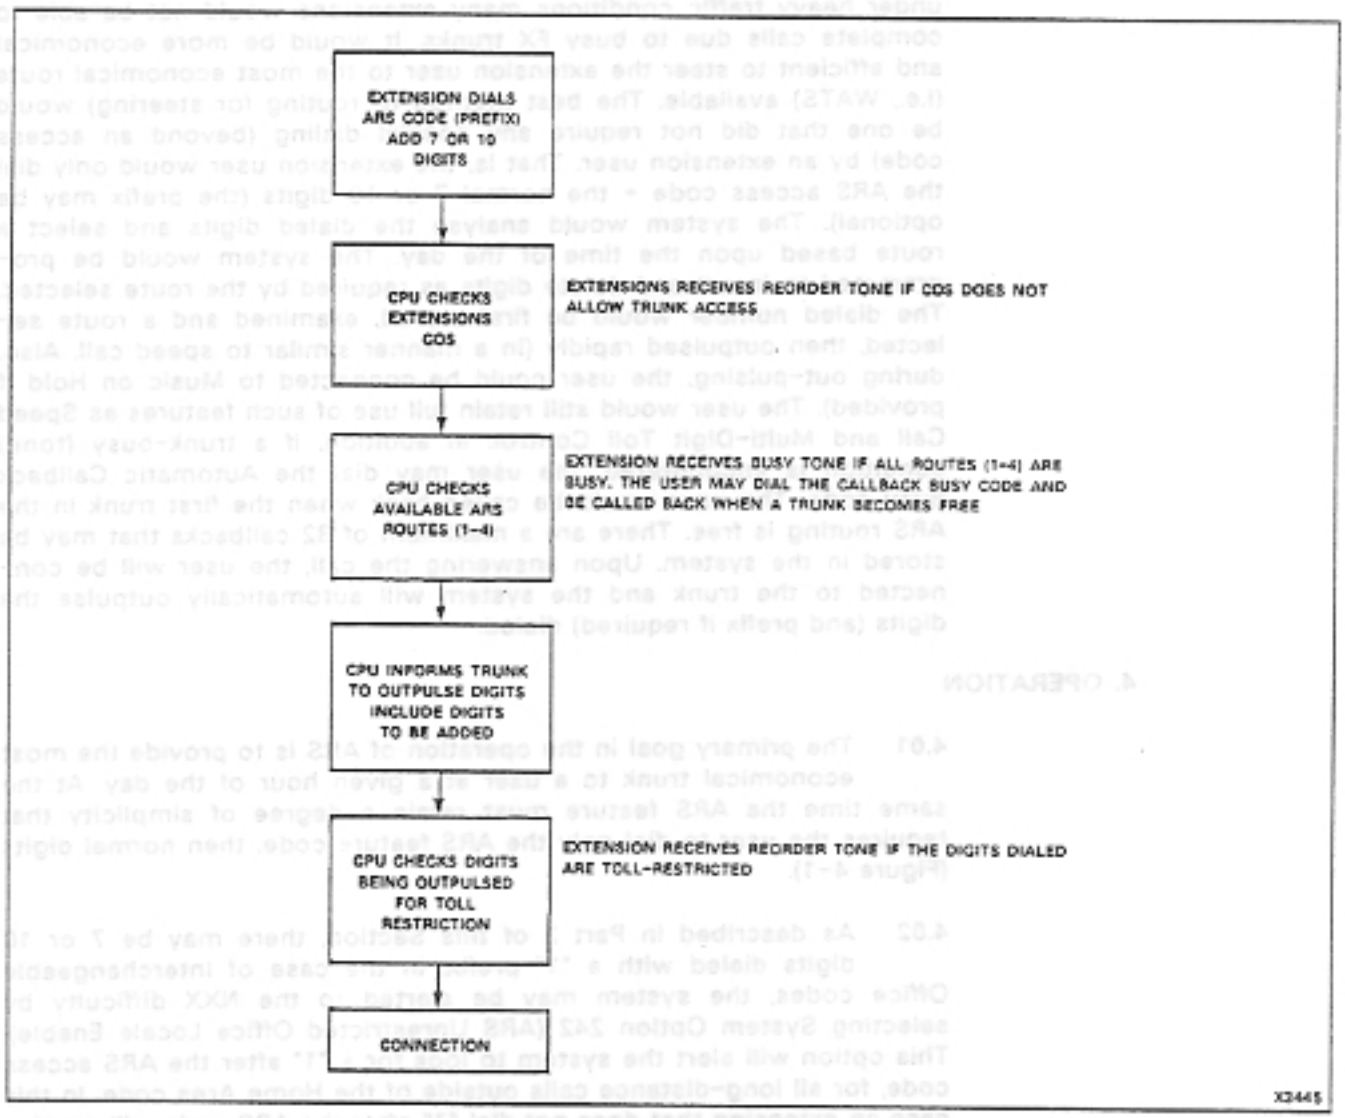

Figure 4-1 ARS Operation
4.01 The primary goal in the operation of ARS is to provide the most economical trunk to a user at a given hour of the day. At the same time the ARS feature must retain a degree of simplicity that requires the user to dial only the ARS feature code, then normal digits (Figure 4-1).